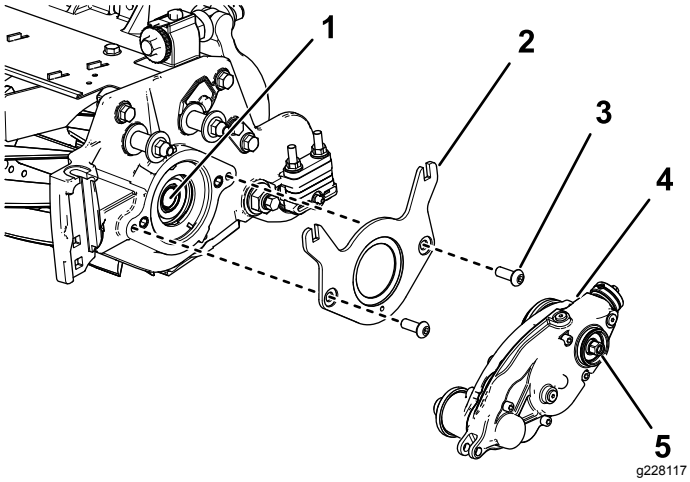

Figuur 8
2. Bevestig de gewichtbeugel op de messenkooi; gebruik hierbij 2 inbusbouten met bolkop (⅜" x ¾") zoals in Figuur 8.
3. Breng middelmatig sterk schroefdraadborg-middel (zoals Blue Loctite® 243) aan op de schroefdraden van de interne as van de messenkooi (Figuur 8).
4. Bevestig de aandrijfkast van de groomer op de as van de messenkooi (Figuur 8); gebruik hierbij de zeskantbout van de aandrijfkast van de groomer.